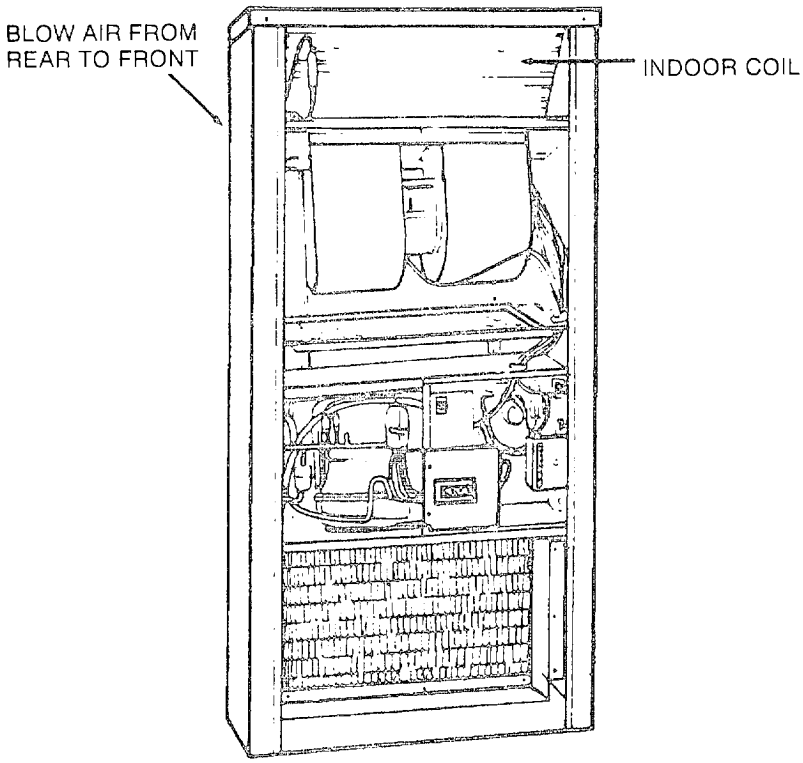

Figure 4-44. Indoor Coil
(1) Inspect indoor coil for proper mounting, cleanliness, and leaks. See Figure 4-44. If coil requires cleaning, service the coil. If the coil mount is loose or the coil is leaking contact Direct Support Maintenance
(2) Install both front door assemblies. See para *4-1*-7.
(1) Blow dust and dirt out of the air passages in the indoor coil using compressed air or the discharge side of a portable vacuum cleaner. Blow from back to front in the opposite direction from operational airflow. See Figure 4-44.
(2) Install both front door assemblies. See para 4-17.